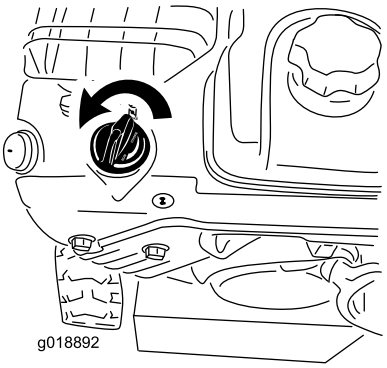

Bild 24
5. Drehen Sie den Choke auf Choke-Stellung (Bild 24).